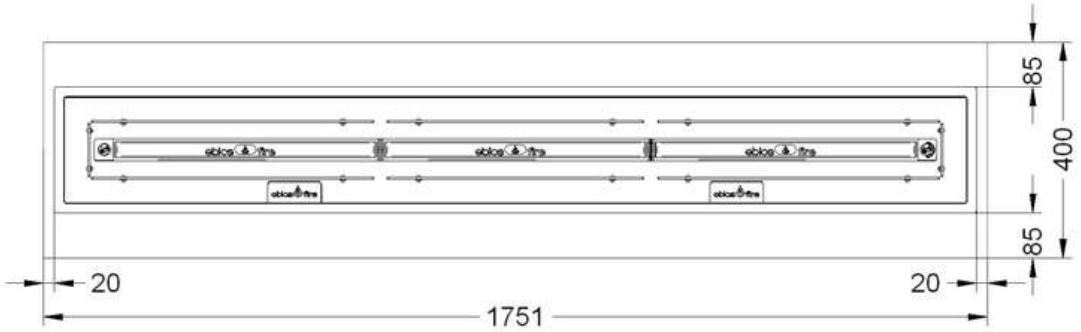

Rys. 8 Wymiar minimalny płyty górnej/stołowej
- Minimalny wymiar płyty górnej/stołowej (rys. 8) wynosi co najmniej **1751 x 400 mm** (szerokość x głębokość).